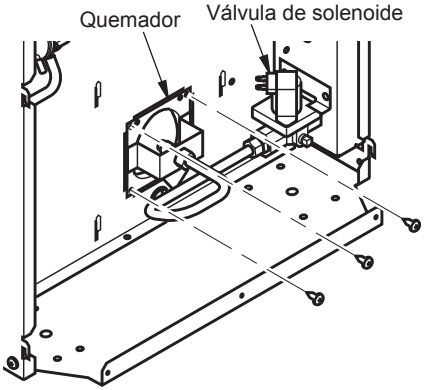

Figura 13 - Desmontaje del quemador
4. Quite los 3 tornillos que fijan el quemador al panel de separación (consulte la figura 13). Gire el quemador en el sentido de las manecillas del reloj y tire del mismo para sacarlo de la cámara.